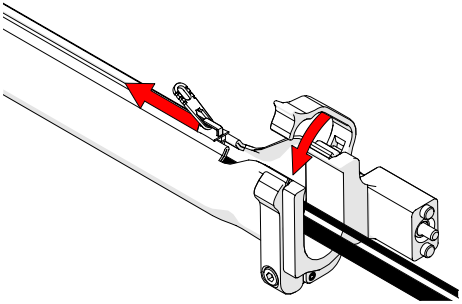

Fig. 189 - Zip to close
2. Follow the cable placement zipping the sleeving closed *(Fig. 189)*.